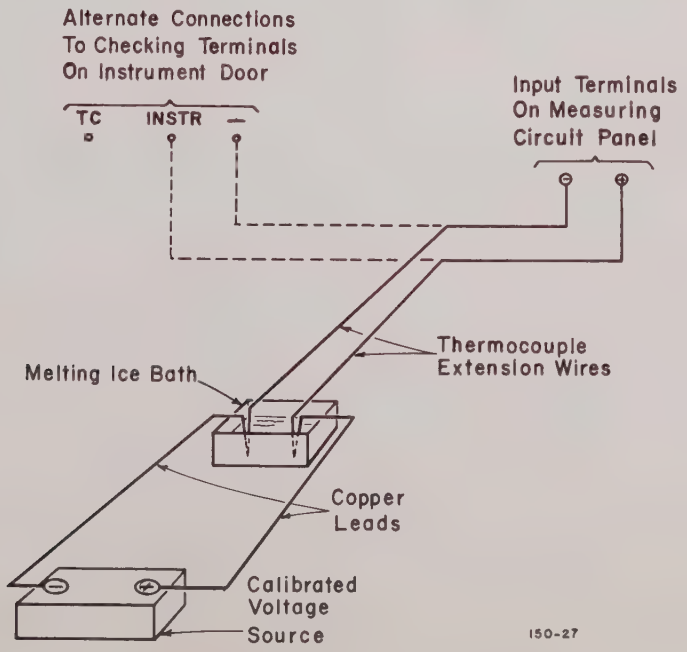

Figure 1. Test Connections
a. For millivolt, Radiamatic* unit, and other uncompensated actuations, connect copper leads from the precision voltage source (Honeywell Series 2700 or equivalent) to the instrument input terminals (figure 1).